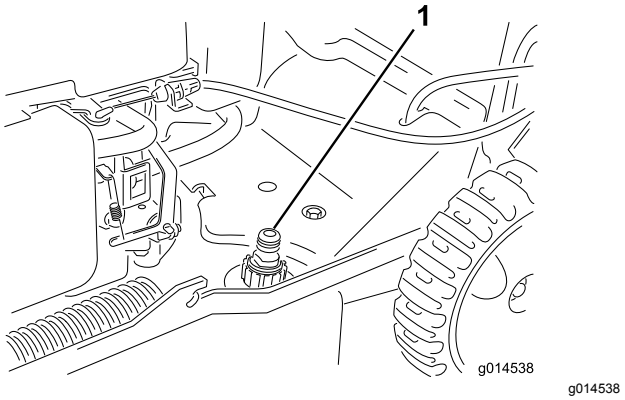

Bild 18
3. Befestigen Sie einen Gartenschlauch, der an einen Wasserhahn angeschlossen ist, am Wasseranschluss (Bild 18).